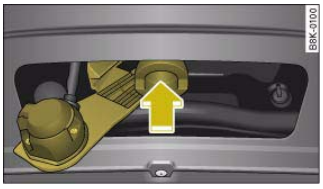

Fig. 208 Socket (folded down)
– Check that the mounting for the towing bracket, which will now have become visible -arrow- ⇒ fig. 208, is free of dirt, and clean if necessary ⇒ ⚠.